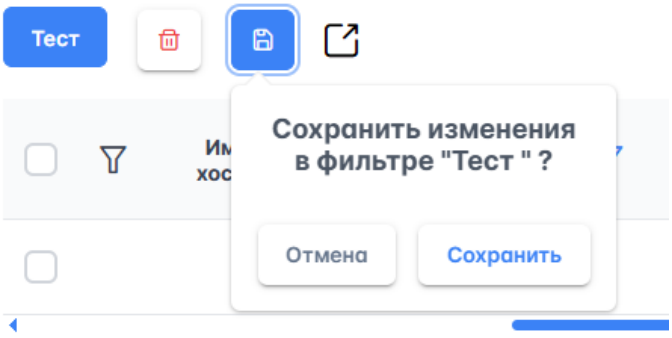

Рисунок 24 – Сохранение изменений в фильтре
3) Нажать на панели инструментов кнопку , откроется диалоговое окно сохранения изменений в выбранном шаблоне фильтра (рисунок 24).